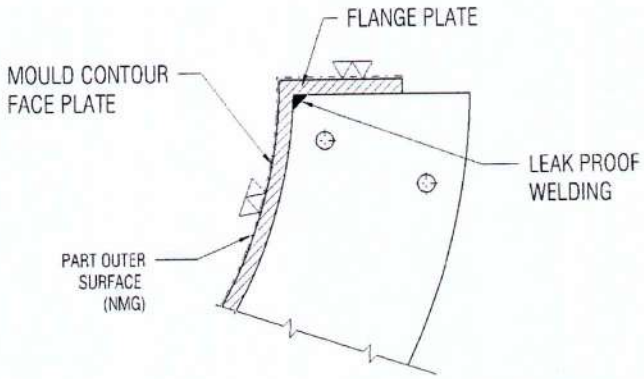

Fig.1: Typical leak proof welds between Faceplate and Flange plate
7) All flange plates should be welded together with the formed faceplate for the dimension stability of the mould without any vacuum leaks. For leak proof joints between the faceplate and flange plate typical grooves/chamfers shall be made and filled properly as shown in Fig.1.
10) Contour and reference planes as shown in Fig.1 should be machined to 2 triangle (▽▽) surface finish standard.